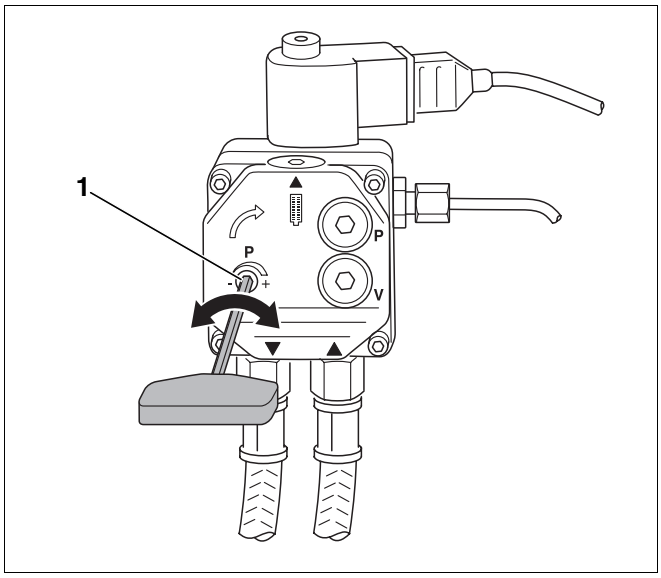

Fig. 16 Ajuste de presión – Bomba de gasóleo de Danfoss
Si gira ligeramente el tornillo de regulación de presión (fig. 16, **pos. 1**) variará la presión de la bomba de gasóleo y, con ella, el contenido de CO_2.